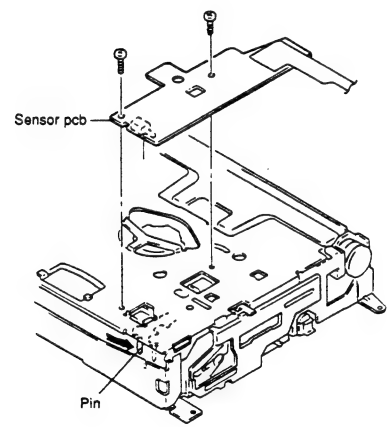

Fig. 3
- When re-assembling, place the Sensor pcb while keeping the pin pressed to the right (Fig. 3). Fixing the Sensor pcb forcibly may cause breakage of the switch.